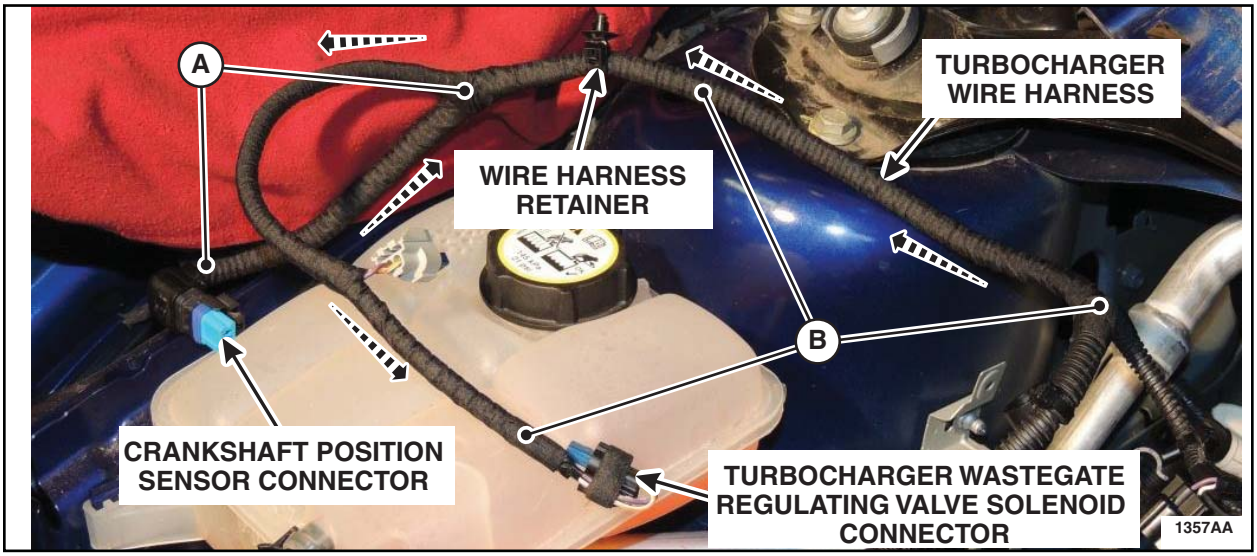

FIGURE G3
4. Replace the wire harness retainer with a *new* one supplied in the vehicle parts kit. See Figure G3.
5. Wrap the turbocharger wire harness convolute with the Coroplast® tape provided in the service kit. See Figure G3.
- Start and finish each length of tape applied with three (3) initial and three (3) finishing wraps.
- First, wrap the takeout for the crankshaft position sensor. Begin the wrap at the connector and end this portion of wrapping by going around the main harness at the takeout. See Figure G3, (A).
- Wrap the turbocharger harness starting at the takeout to the rear VCT solenoid. Proceed down the remaining length of harness to the turbocharger wastegate regulating valve solenoid connector. See Figure G3, (B).